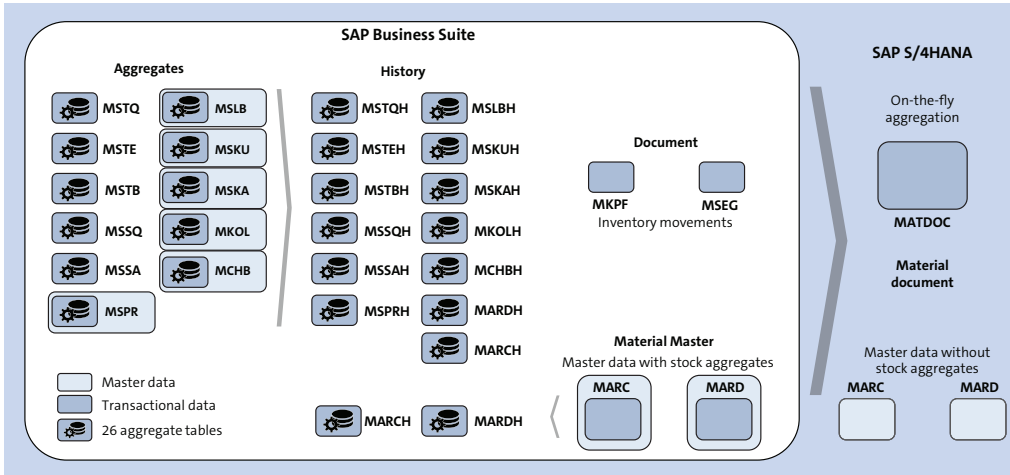

Figure 1.15 Inventory Management Changes from SAP ERP to SAP S/4HANA
The foundation of this SAP S/4HANA simplification is the elimination of aggregates. In SAP ERP, the Materials Management (MM) inventory functionality is stored in table `MKPF` (header table) and table `MSEG` (line item table), with an additional 18 tables for quantities and values. Out of those tables, 11 aggregate tables have additional shadow tables for historical data (see Figure 1.15). All these tables are required to support reports such as Report MB5B or Report MMBE, among others. This all results in a great deal of redundant data, which was necessary before the possibilities of in-memory